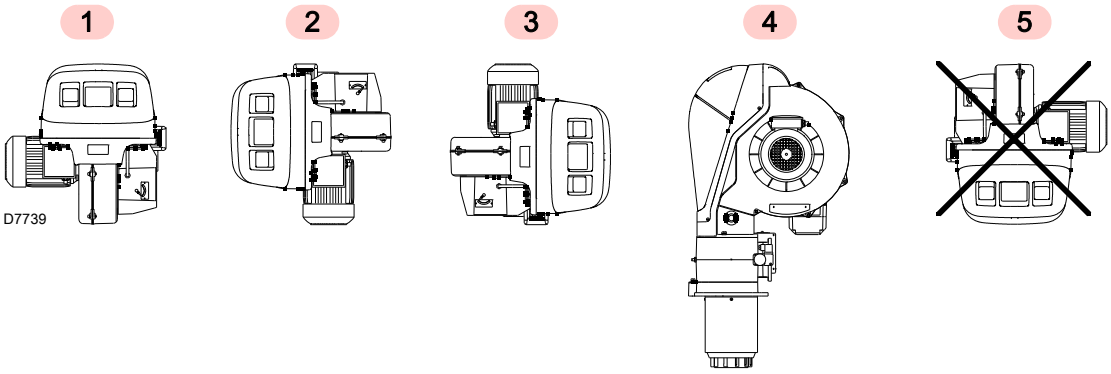

图 12
- ➤ 燃烧器设计为仅能安装在位置 1，2，3 和 4（图 12）。